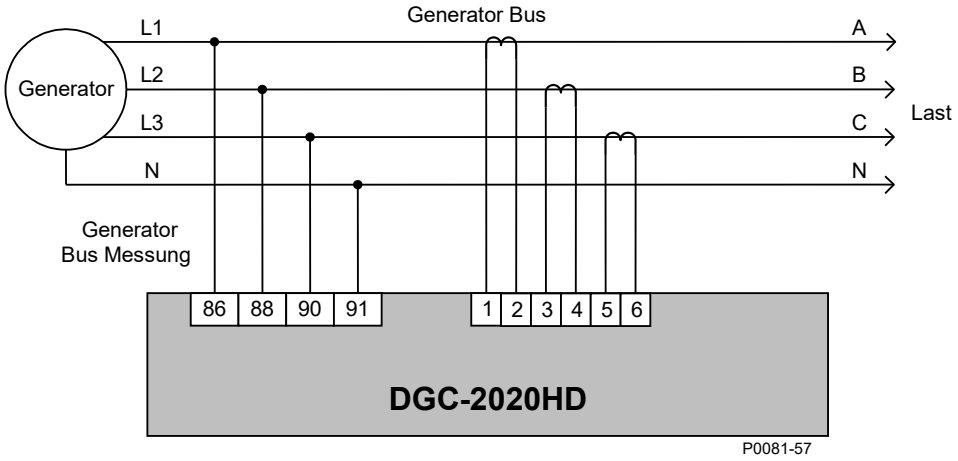

Abbildung 4-6. Anschlüsse für keine Unterbrechersteuerung
- Keine Unterbrechersteuerung ..... Abbildung 4-6